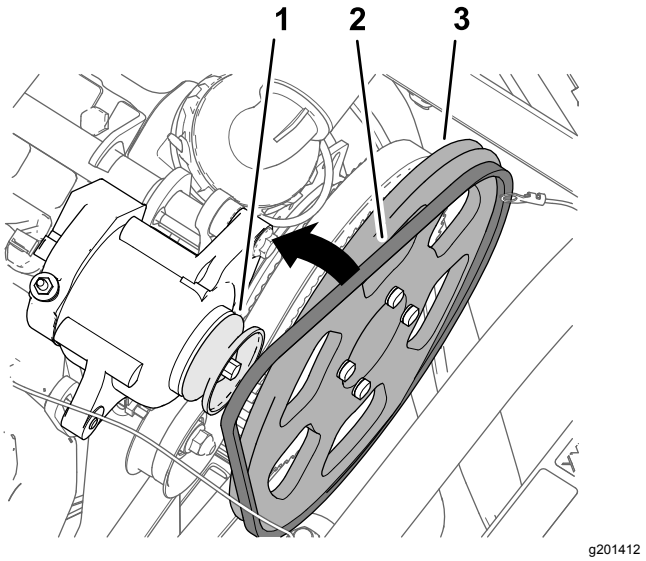

Figur 185
3. Monter kileremmen over drivremskiven (279 mm) og generatorens remskive (Figur 185).